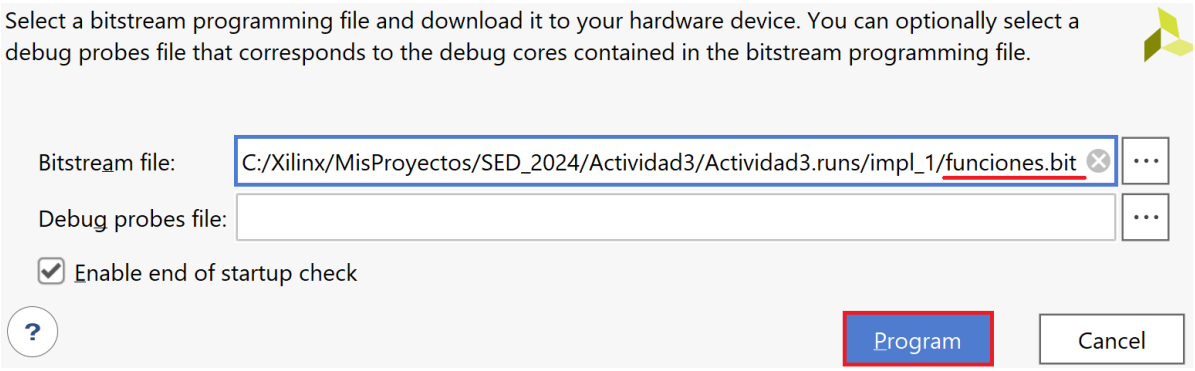

Figura 17. Captura de pantalla de selección del bitstream.
4. En la ventana emergente, se comprueba que el fichero de bitstream es el correcto (*funciones.bit*) y pulsamos en *Program* (Figura 17). Después de unos escasos segundos, la FPGA queda configurada.